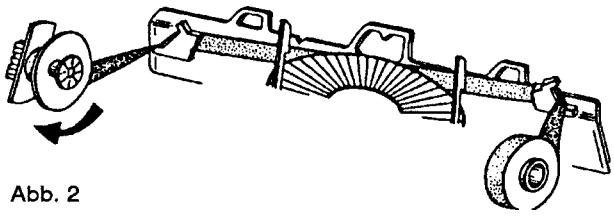

Abb. 2
4. Drehen Sie die linke Spule entgegen dem Uhrzeigersinn, bis der Anfang des Korrekturbandes die linke Spule erreicht hat (Abb. 2).